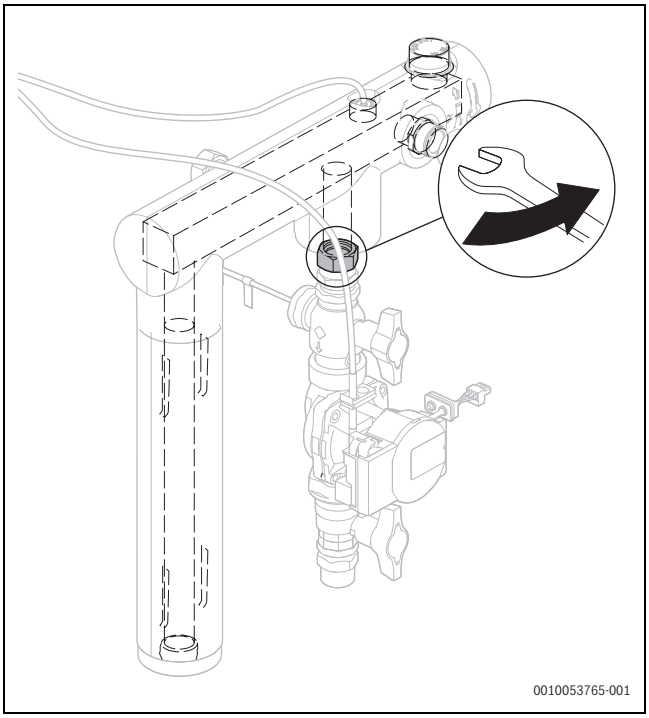

Fig. 6 Allentare il dado di raccordo
- Staccare il dado di raccordo sopra il rubinetto a sfera superiore e ruotare verso destra di 90° la linea di alimentazione Fig. 6.